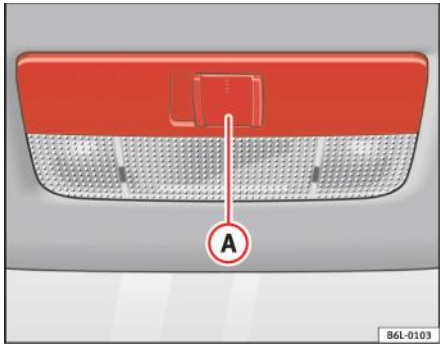

Fig. 57 Capitonajul plafonului: luminile interioare din față
Comutatorul (A) ⇒ fig. 57 este utilizat pentru a selecta următoarele poziții:
Deplasați comutatorul în poziția O ⇒ fig. 57.